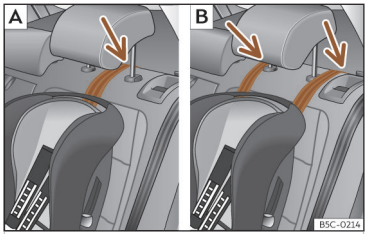
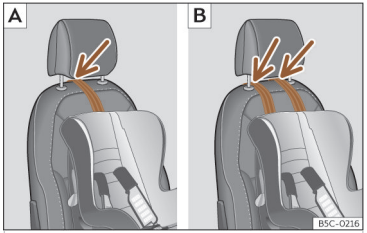

Abb. 44 Rücksitze: Einstellung und Einbau unter Verwendung des Top Tether-Gurts.
Abb. 45 Beifahrersitz: Einstellung und Einbau unter Verwendung des Top Tether-Gurts.
- Führen Sie den Gurt unter der Kopfstütze durch (in Abhängigkeit der Gebrauchsanweisungen des Kindersitzes ggf. Kopfstütze anheben oder entfernen) ››› **(Abb. 44)** , ››› **(Abb. 45)**.